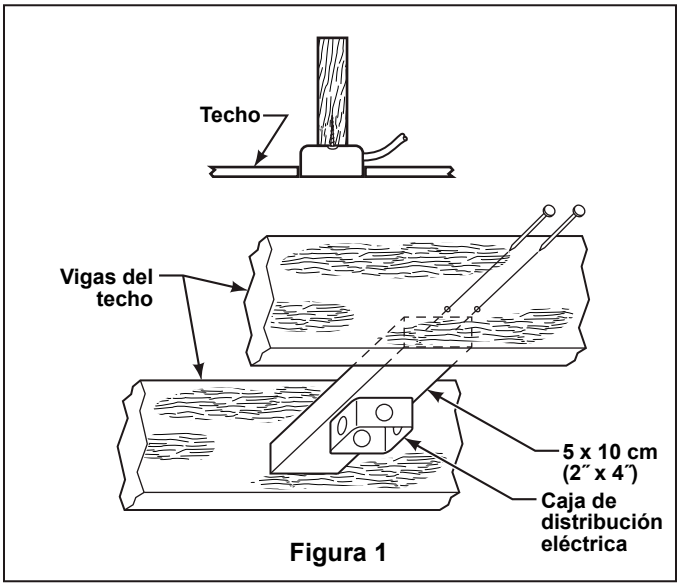

Figura 1
Su nuevo ventilador de techo requiere una línea de suministro eléctrico con conexión a tierra de 120 voltios de CA, 60 Hz, circuito de 15 amperios. La caja de distribución eléctrica debe estar bien asegurada y debe ser capaz de soportar una carga de, al menos, 22,7 kg (50 lb). La Figura 1 muestra diversas configuraciones estructurales que podrían utilizarse para montar la caja de distribución eléctrica.
1. Afloje el tornillo de fijación de la semiesfera y retírela hasta que ésta pueda desplazarse libremente por el barral. (Figura 1) Retire el pasador del barral y luego extraiga la semiesfera. Conserve el pasador y la semiesfera para su reinstalación en el Paso 5.